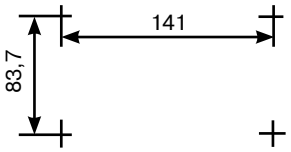

Рис. 7.12
- произведите разметку в соответствии с рис. 7.12;